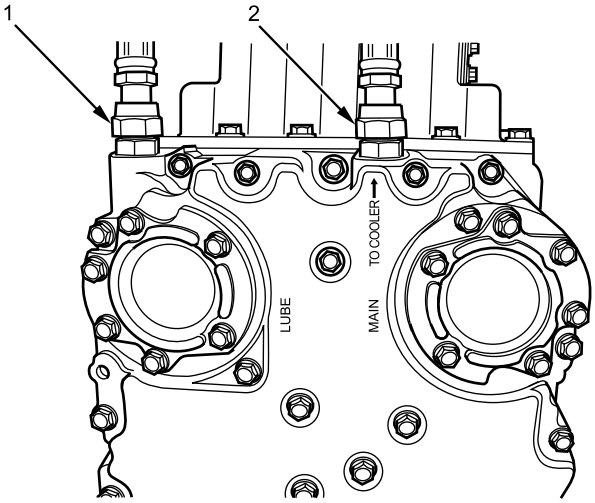

Figure 29. Cooler Hoses.
19. Install inlet hose (Figure 29, Item 1) and outlet hose (Figure 29, Item 2) on transmission.